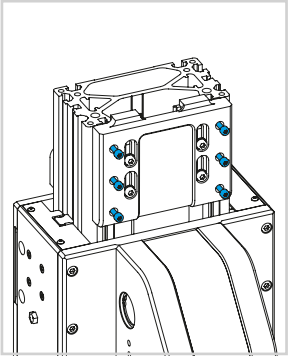

Fig. 5
4) Retirez les vis de la plaque de fixation de la courroie et ensuite la plaque (voir les Fig. 5, 6 et 7).